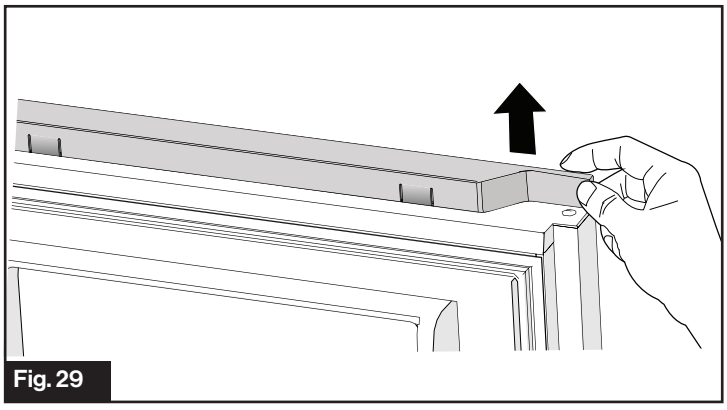

Fig. 29
1. Tenez la droite du couvercle supérieur, puis tirez vers le haut pour le retirer. (Fig. 29)